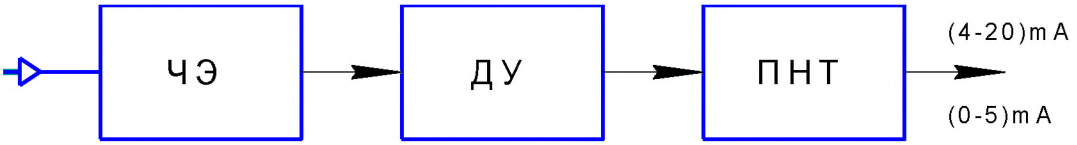

Рис.1 Структурная схема датчика
5.1. Структурная схема датчика (рис.1) включает в себя: